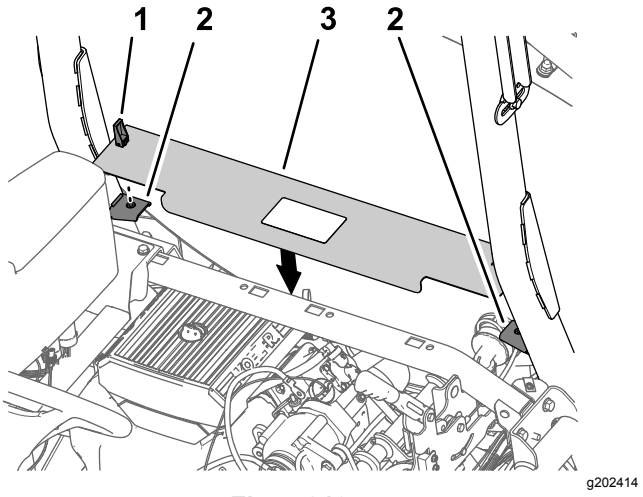

Figur 219
1. Ret låsene til motorens adgangspanel ind efter bøsningerne i panelstøttebeslagene på styrtbøjlen (Figur 219).
2. Monter panelet på beslagene (Figur 219).
3. Drej låsehåndtagene ned for at fastgøre panelet på beslagene (Figur 219).